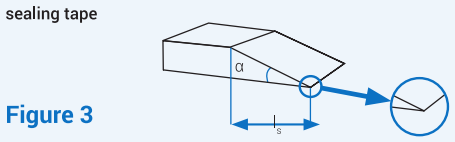

Figure 3
- Unwind around 0,5 m of the sealing tape and cut the end with a sharp knife by using the skive cut technique → length of the skive cut (l_s) = approx. 25 mm, angle α < 15° (figure 3).